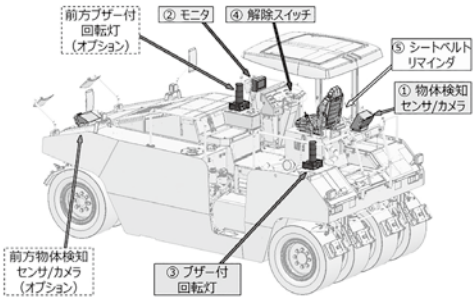
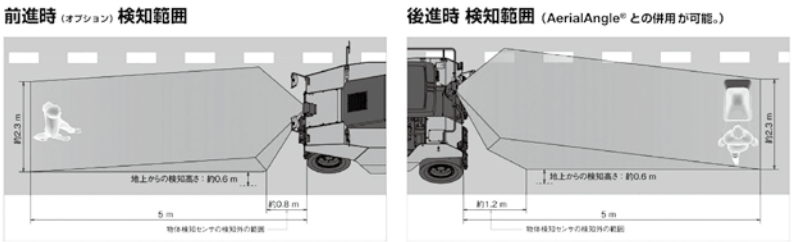

図6　衝突被害軽減アシスト装置の構成
図7　検知範囲
本装置の主な構成を図6に示す。①物体検知センサ/カメラは設定した図7の検知範囲内で検知した物体までの距離を測定するとともに、カメラで検知範囲を含む映像を撮影する。②モニタはカメラ映像とシステム状態などを表示し、③ブザー付回転灯は、運転者および周囲作業者に警告を通知する。④解除スイッチは検知範囲に壁や車両などの物体があり、意図的に近づく必要がある場合、運転者が機能を解除するものである。⑤シートベルトリマインダは不意な制動時に運転者を保護するため、シートベルトを装着しなければ本装置が作動しない構成としており、インジケータとブザー音で装着を促す機能である。